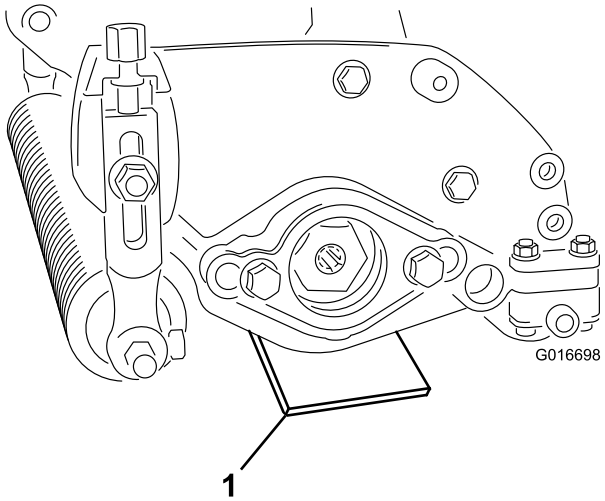

Figur 8
2. Placer en målestang, som har den ønskede knivhøjde over jorden, under hver ende af stråklippeenheden (Figur 8).